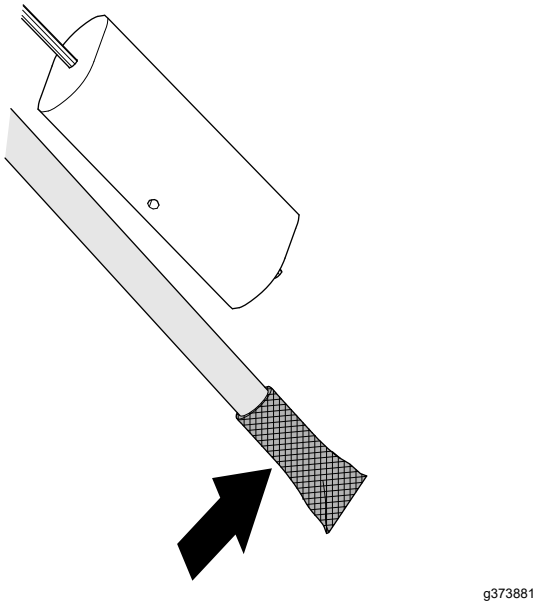

**Figuur 95**
1. Reinig het scherm aan het uiteinde van de brandstofaanzuigbuis (Figuur 95).